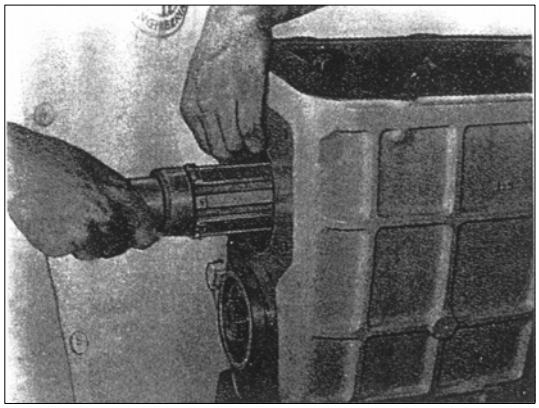

РИС. 204
17) Выньте вторичный вал из картера коробки передач (см. рис.204).